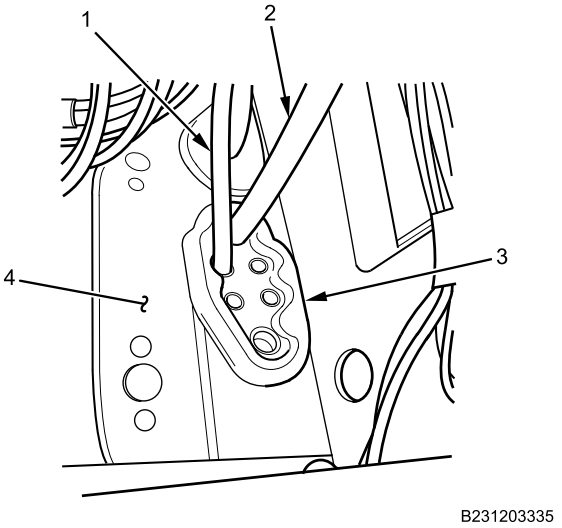

Figure 3. Interior Air Lines.
5. Remove YELLOW supply air line (Figure 3, Item 2) and BLACK air cleaner restriction gauge vacuum line (Figure 3, Item 1) from left air line grommet (Figure 3, Item 3) inside cabin.
6. Remove left air line grommet (Figure 3, Item 3) from DCM (Figure 3, Item 4) inside cabin.